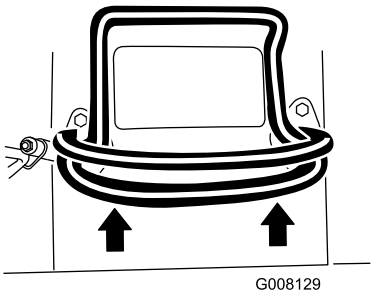

Rysunek 8
- Aby jechać do przodu, ustaw dźwignię sterowania zespołem jezdnym do przodu (Rysunek 8).